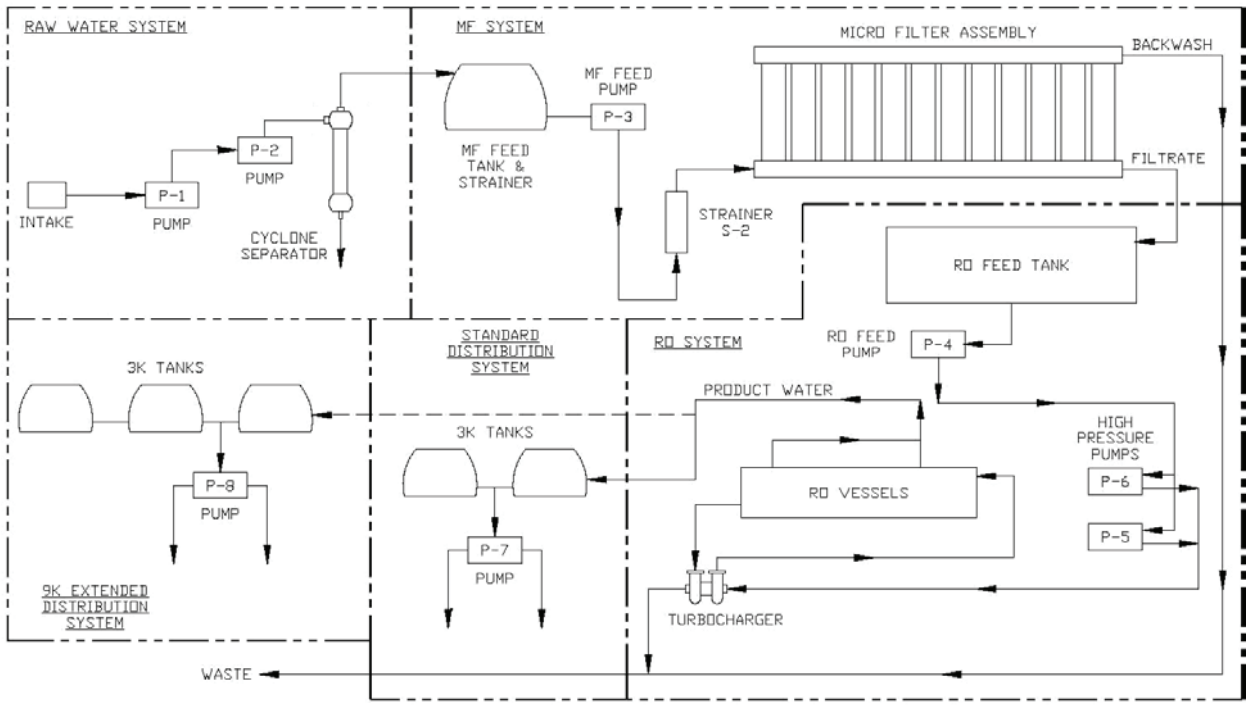

Figure 1. TWPS Flow Diagram.
The basic water flow through the TWPS is illustrated in Figure 1. Raw water is pumped from the water source and into a micro-filter (MF) feed tank. One or two pumps may be used depending on the distance and elevation change from the source to the MF feed tank. A cyclone separator is used at beach locations to remove sand and silt. Water is then pumped from the MF feed tank through strainer S-2 to the micro-filter (MF) assembly. Strainer S-2 removes material larger than 600 microns from the water stream. The MF assembly removes suspended solids (dirt) and microorganisms down to 0.2 microns. Filtered water, called “filtrate” flows from the MF assembly into the reverse osmosis (RO) feed tank. Every 15 minutes a “backwash” operation is automatically performed. The backwash operation forces air through the MF elements to blow accumulated dirt and material off the filter elements. The dirt is flushed out of the MF assembly to a waste outlet. Continuing with the water purification process, feed water is pumped from the RO feed tank to two high-pressure pumps. The high-pressure pumps force some of the water though membranes in the RO vessels. Salts are rejected by the RO membranes and the water that passes through the membranes exits the TWPS as product water. The product water is stored in 3000-gallon tanks. Water that does not pass through the RO membranes is discharged as “reject” water to the waste outlet. The reject water passes through a turbocharger which transfers energy from the reject water to boost the feed water pressure to the RO vessels. Product water is pumped from the 3000-gallon tanks as needed for distribution. Two 3000-gallon tanks are provided with the standard distribution system. Three additional 3000-gallon tanks and an additional pump are provided with the extended distribution system.